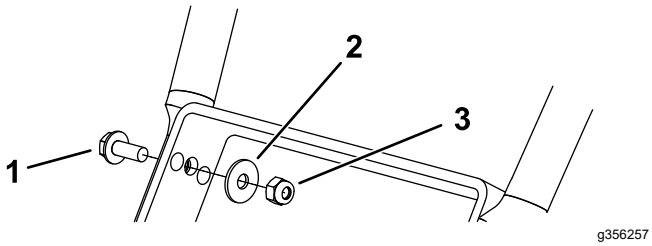

**Figure 7**
1. Boulon (M8 x 20 mm) (2)
2. Rondelle M8 (2)
3. Contre-écrou M8 (2)
**Remarque:** Utilisez le trou avant pour la position la plus élevée et le trou arrière pour la position la plus basse. Insérez les boulons en plaçant la tête à l'extérieur, comme montré à la Figure 7.